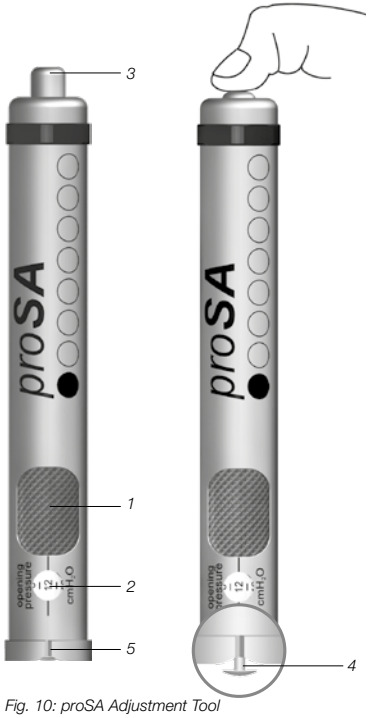

Fig. 10: proSA Adjustment Tool
L'Instrument de réglage sert à régler la pression d'ouverture de la valve (Fig. 10). Le niveau de pression souhaité est sélectionné en faisant tourner la roue de réglage (1), le niveau de pression s'affiche alors dans la fenêtre d'affichage (2). L'Instrument de réglage est ensuite placé de façon centré sur la valve.